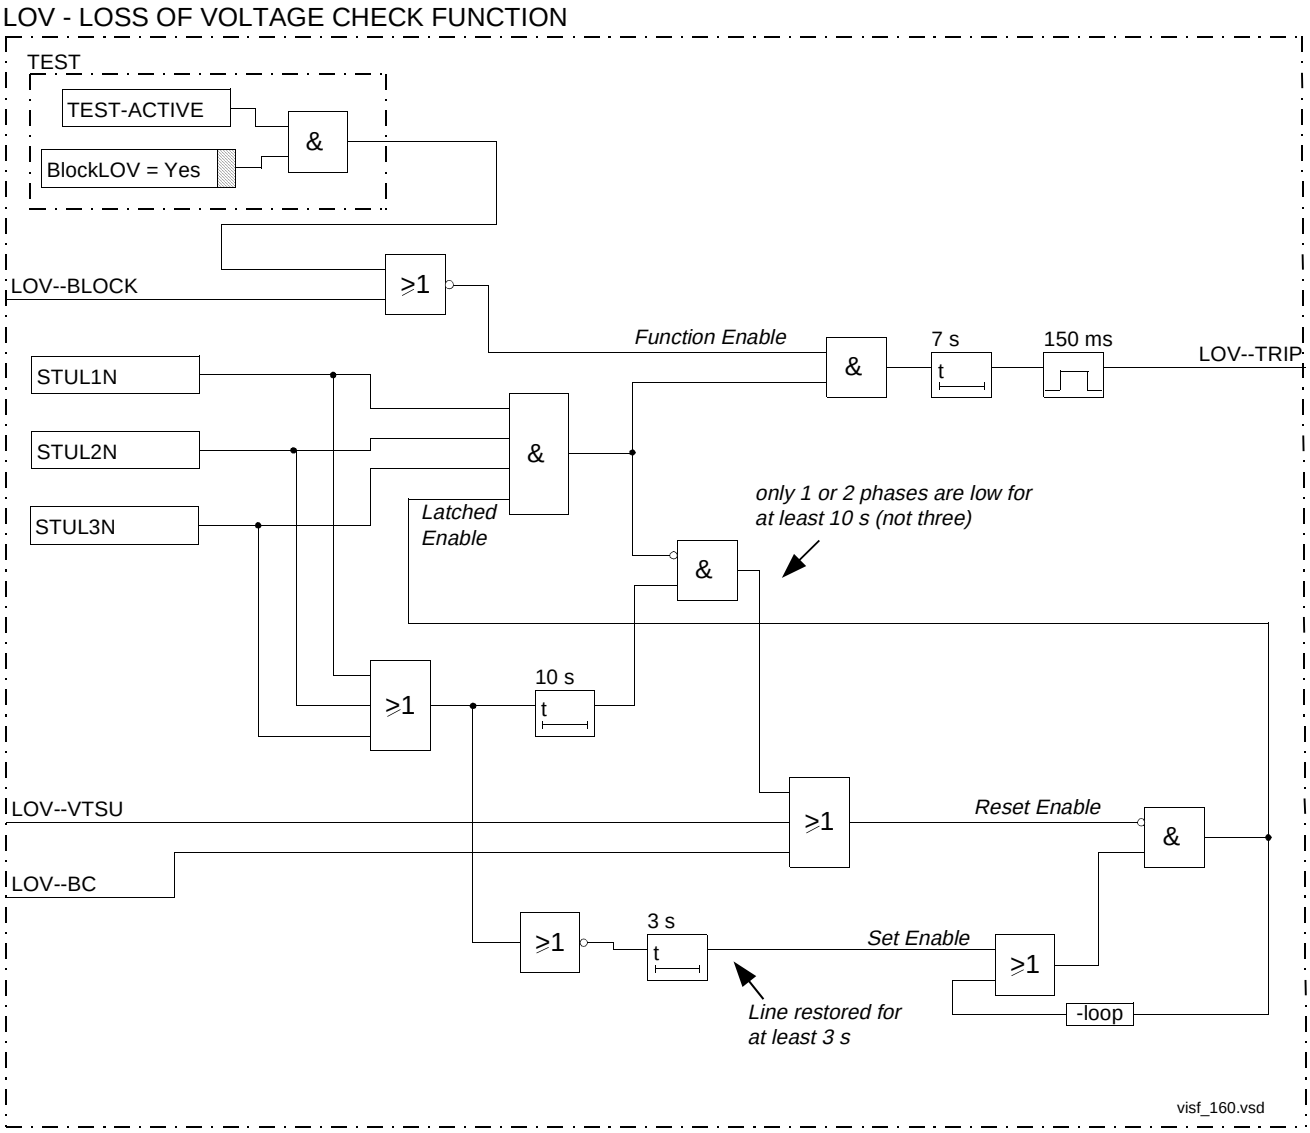

Figure 1: Simplified logic diagram of loss of voltage check protection function
The simplified logic diagram of the stub protection function is shown in figure 1.
- enables the function (signal latched enable in figure 1 is set to 1) when the line is restored; i.e. at least one of the three voltages is high for more then 3 seconds (signal set enable in figure 1).
- disables the function (signal latched enable in figure 1 is set to 0) if the signal reset enable in figure 1 is set to 1 (reset of latced enable signal).